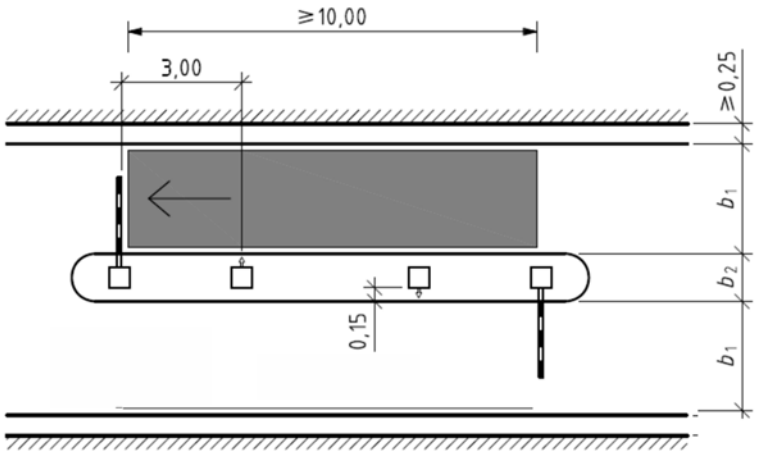
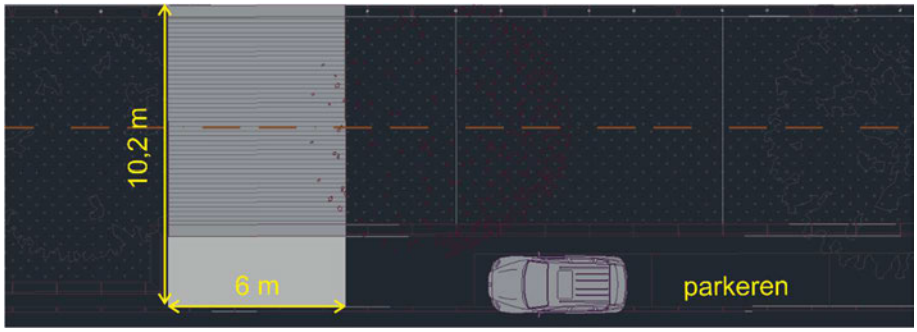

Figuur 4.1: Opstelruimte voor slagboominstallatie conform NEN2443:2013
Figuur 4.2: Beschikbare ruimte
Tussen de rijbaan/langsparkeervakken van de Prinses Irenestraat en de toegang tot de parkeergarage is een opstelruimte van 10 meter. Dit voldoet aan de NEN2443:2013 (zie figuur 4.1) en is ruim voldoende ruimte om een slagboominstallatie te plaatsen (zie figuur 4.2). Met 10 meter is het mogelijk dat twee auto's achter elkaar kunnen staan.
- Totaal: 5,9 meter (6,0 meter beschikbaar, zie figuur 4.2).